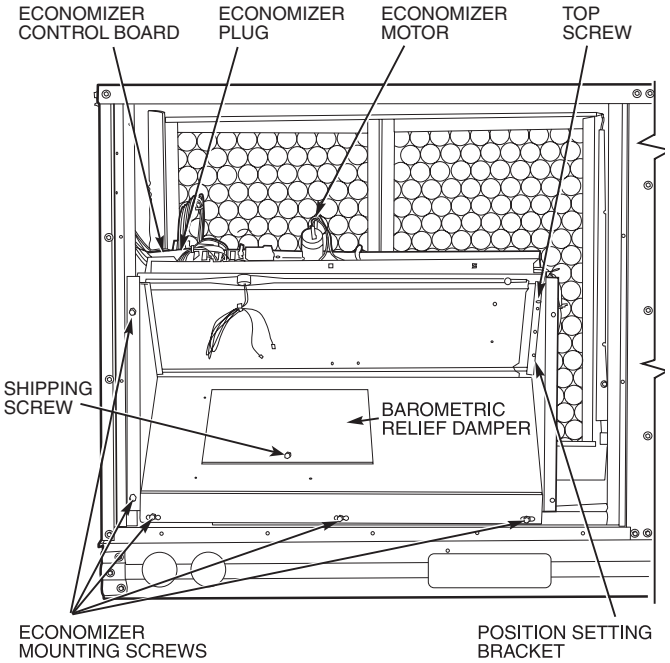

**Fig. 20 — Durablade Economizer Installed in Unit**
5. a. Slide economizer into unit and secure with screws. See Fig. 20.
b. Remove screw and discard from barometric relief damper. See Fig. 20.
7. Insert economizer plug into economizer harness. Remove tape from barometric relief damper. See Fig. 20.